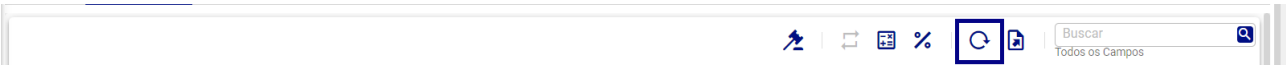

Figura 228: Atualizar
- **Atualizar (Figura 228):** Recarrega os dados exibidos na tela.